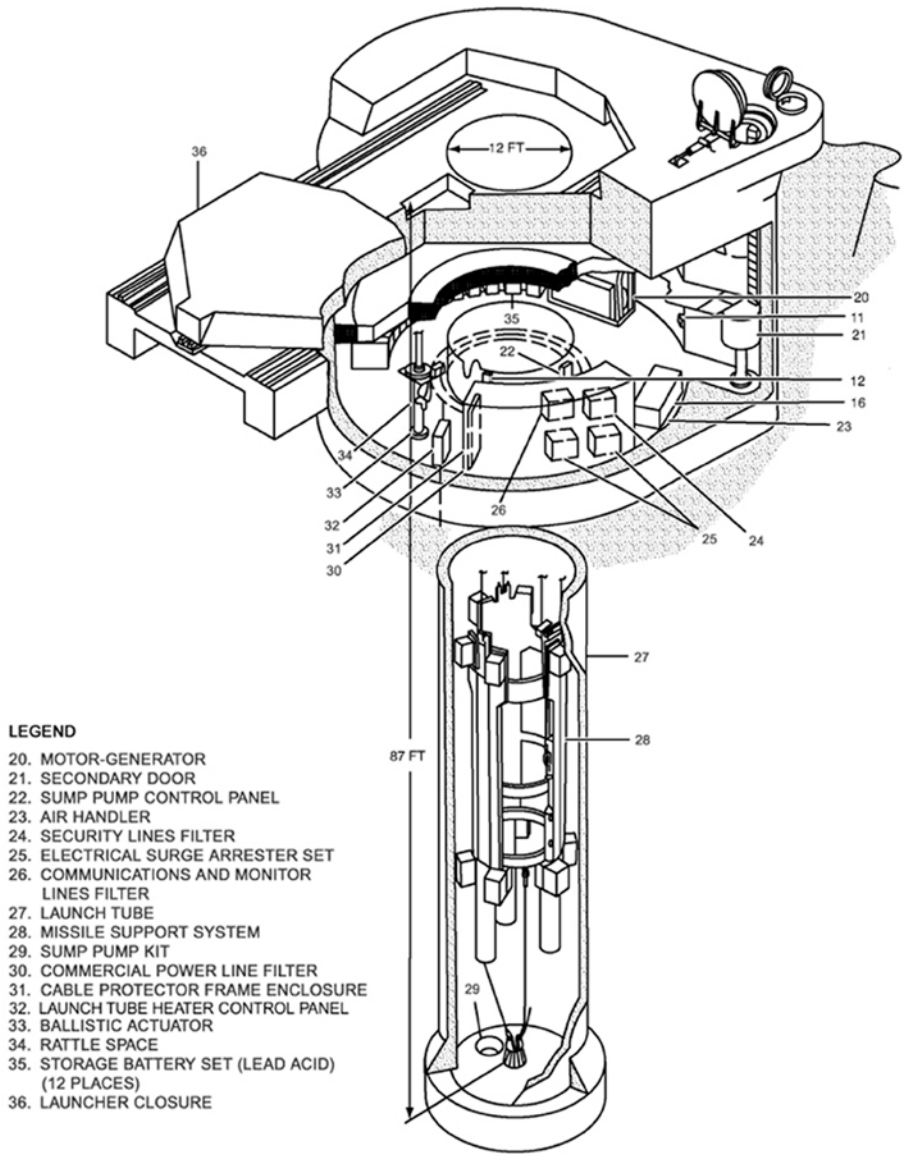

**Figure 2–21. Launcher (typical).**
The launch tube (fig. 2–21, item 27) is an underground cylinder where the missile is stored and launched. A steel launch tube liner provides electromagnetic shielding and protection for the missile. A sump pump, in a pit at the bottom of the launch tube, keeps ground water from accumulating within the launch tube and damaging the solid propellant boosters. When the water level in the sump pit reaches a certain point, the pump is energized, and the water is pumped out of the above ground drain line.